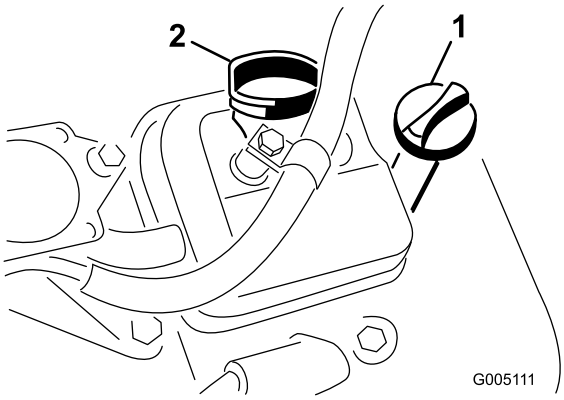

Figur 21
3. Stick ned oljestickan i röret, skruva fast den och se till att den sitter ordentligt (Figur 21).